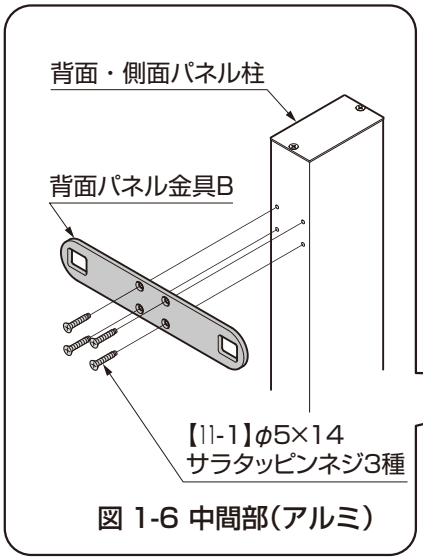

図 1-6 中間部（アルミ）
②背面パネル金具Bを背面・側面パネル柱（中間）に【11-1】で取付けてください。（図1-6参照）